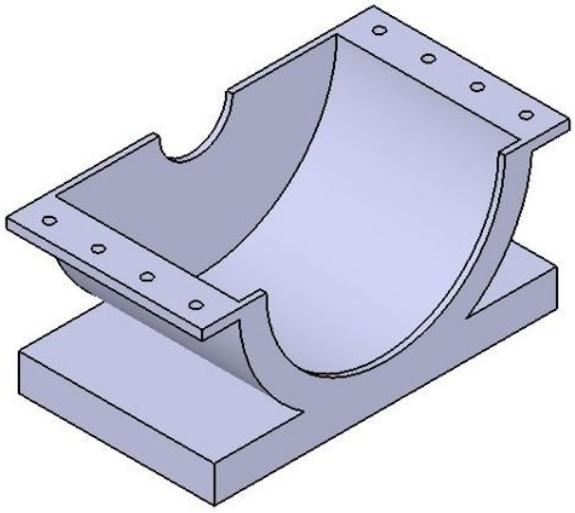

Figure 12-66 *The Lower Housing after modifying its orientation*
4. Click anywhere in the geometry area to exit the **Snap** tool. Set the orientation of the view of the assembly to Isometric. The Lower Housing is placed in the correct orientation, as shown in Figure 12-66.